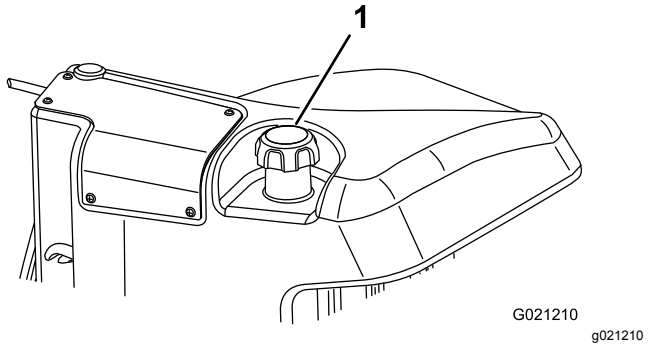

Figur 31
3. Ta bort locket från bränsletanken (Figur 31).